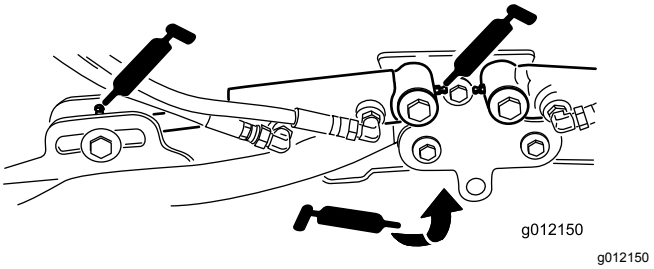

Figur 44
- Klippenhetens lyftarmscylindrar (2 var) (Figur 44)
- Lyftarmens svängtappar (1 var) (Figur 44)